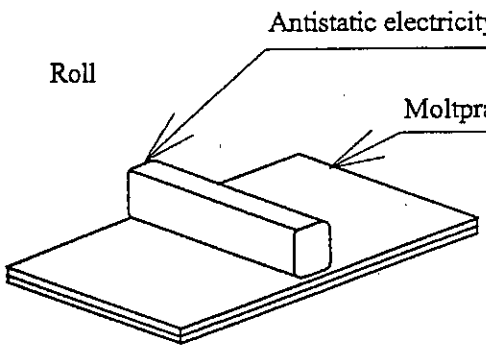

Fig.2
2. 4 rolls with 2 moltoprain based on 1 are packed in packing box. (Fig. 2)